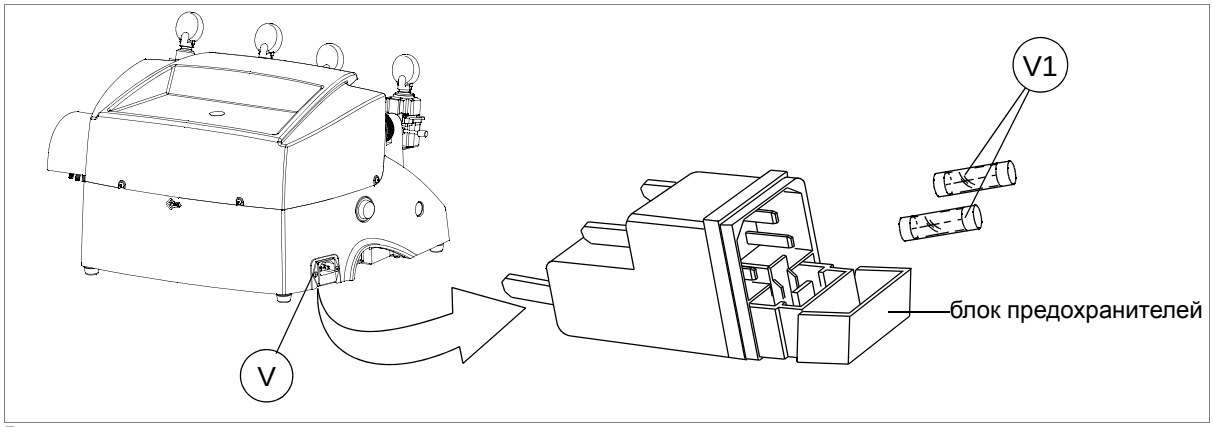

Рис. 64
2) Извлеките блок плавких предохранителей, расположенный ниже разъема питания станка (V) (рис. 64).
3) Замените плавкие предохранители (V1) (рис. 64).